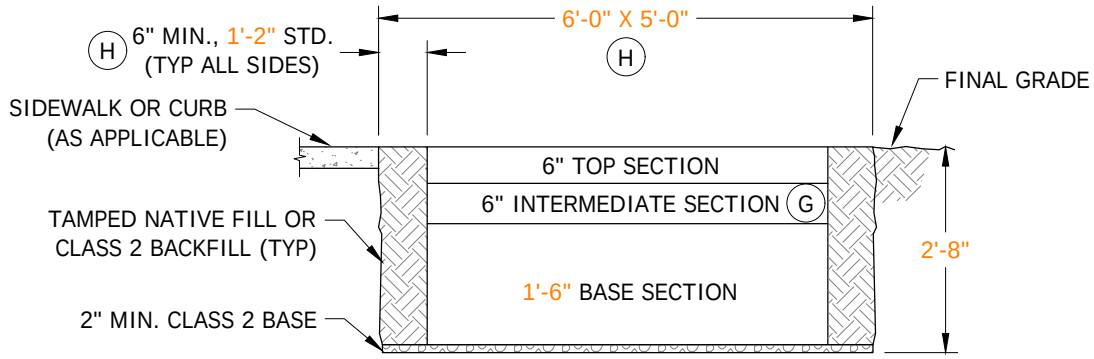

FIGURE 5
B. AFTER THE LOCATION IS ESTABLISHED, MARK OUT DIMENSIONS FOR THE EXCAVATION WIDTH, LENGTH AND DEPTH PER FIGURES 5 & 6. THE WIDTH AND LENGTH DIMENSIONS GIVEN ALLOW EXTRA SPACE FOR SETTING THE SUBSTRUCTURE AND TAMPING THE BACKFILL.